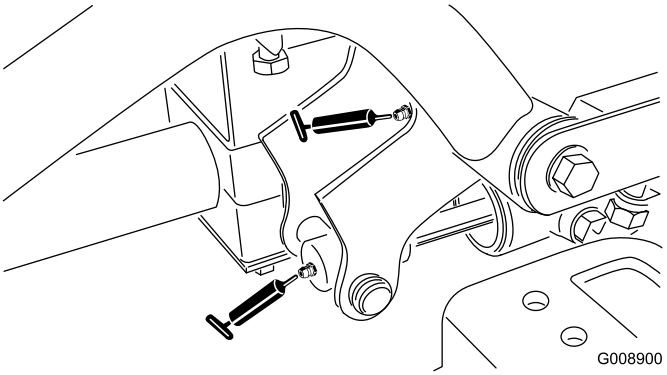

**Figur 35**
- Främre höger lyftarmstapp och lyftcylinder (2) (Figur 35)